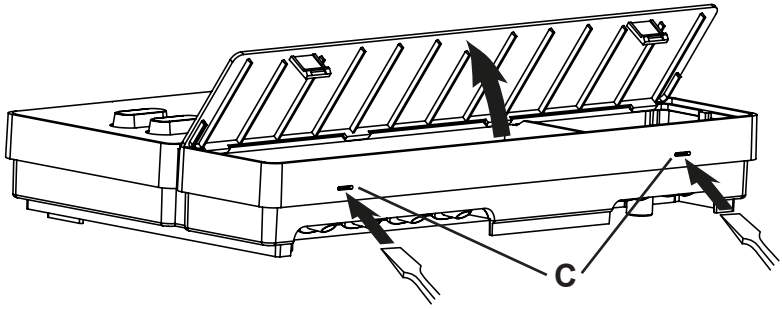

afb. 3 Behuizingsdeksel verwijderen
2. Druk de springsloten **C** met een schroevendraaier iets in en verwijder de behuizingsdeksel (zie **afb. 3**).